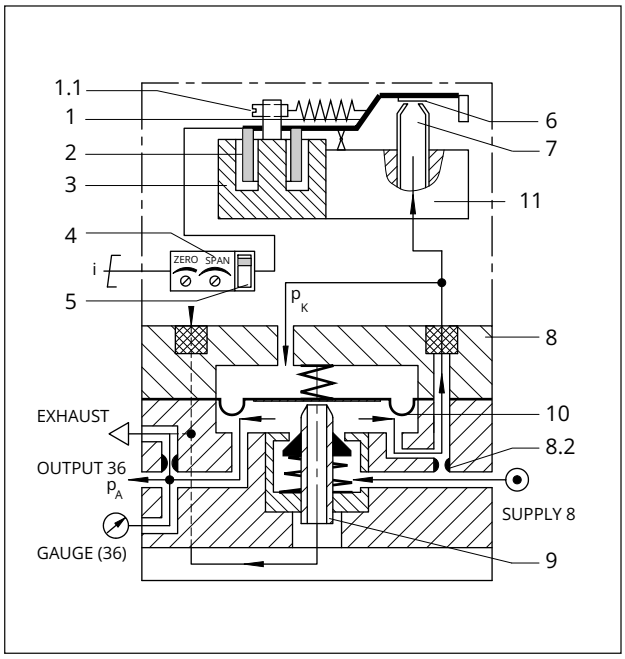

**Fig. 4:** *Functional diagram*
**Principle of operation (see Fig. 4)**